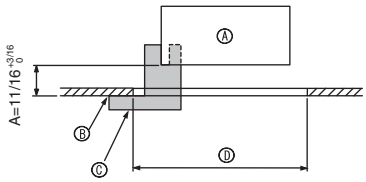

Fig. 9-2
①	Grille	1	950 × 950 (mm), 37-3/8 × 37-3/8 (inch)
②	Screw with captive washer	4	M5 × 0.8 × 25
③	Gauge	1	(Divided into four parts)
④	Fastener	3
⑤	Screw	4	4 × 8
⑥	Screw	1	4 × 12
9.2. Preparing to attach the grille (Fig. 9-2)
- With the gauge ③ supplied with this kit, adjust and check the positioning of the unit relative to the ceiling. If the unit is not properly positioned relative to the ceiling, it may allow air leaks or cause condensation to collect.